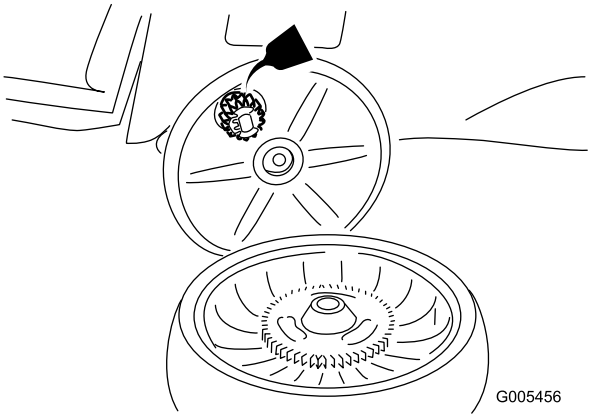

Bild 32
2. Tragen Sie ein Schmieröl am Getriebe auf, siehe Bild 32.